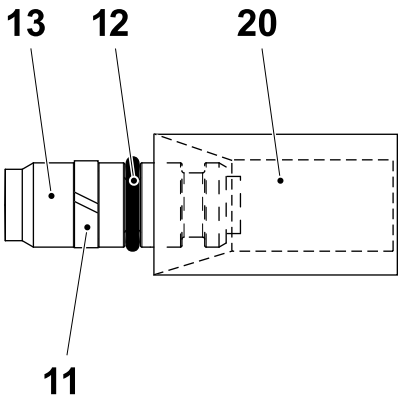

Fig. 2
n) Calibrate the seal ring (12) by forcing the plungers (13) through the calibration tool (20), see figure 2.